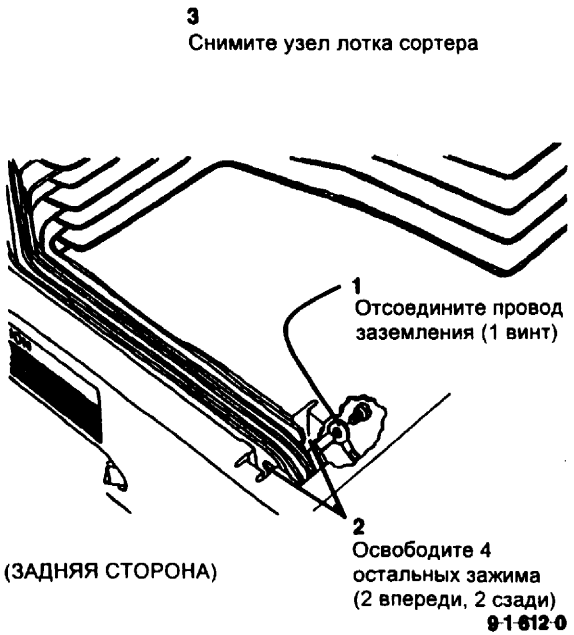

Рис. 1 Снятие узла лотка сортера
2. (Рис. 1) Снимите узел лотка сортера.